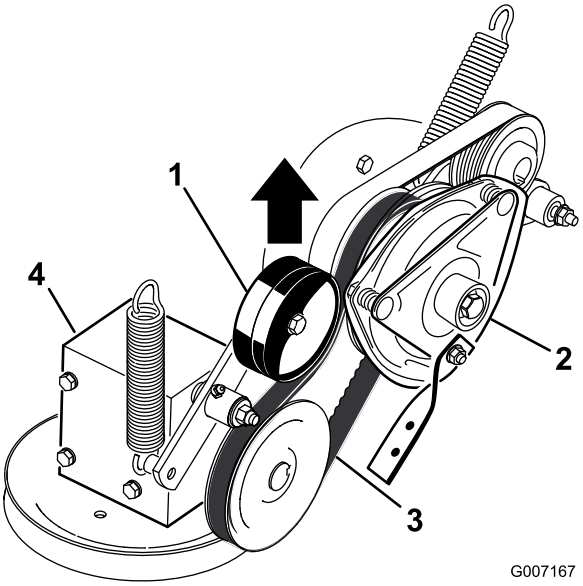

Figur 52
5. Træk op i den fjederbelastede styreremskive for kraftudtagets drivrem, og fjern remmen fra koblingsremskiven (Figur 52).
17. Træk op i den fjederbelastede styreremskive for kraftudtagets drivrem, og monter den på koblingsremskiven (Figur 52).